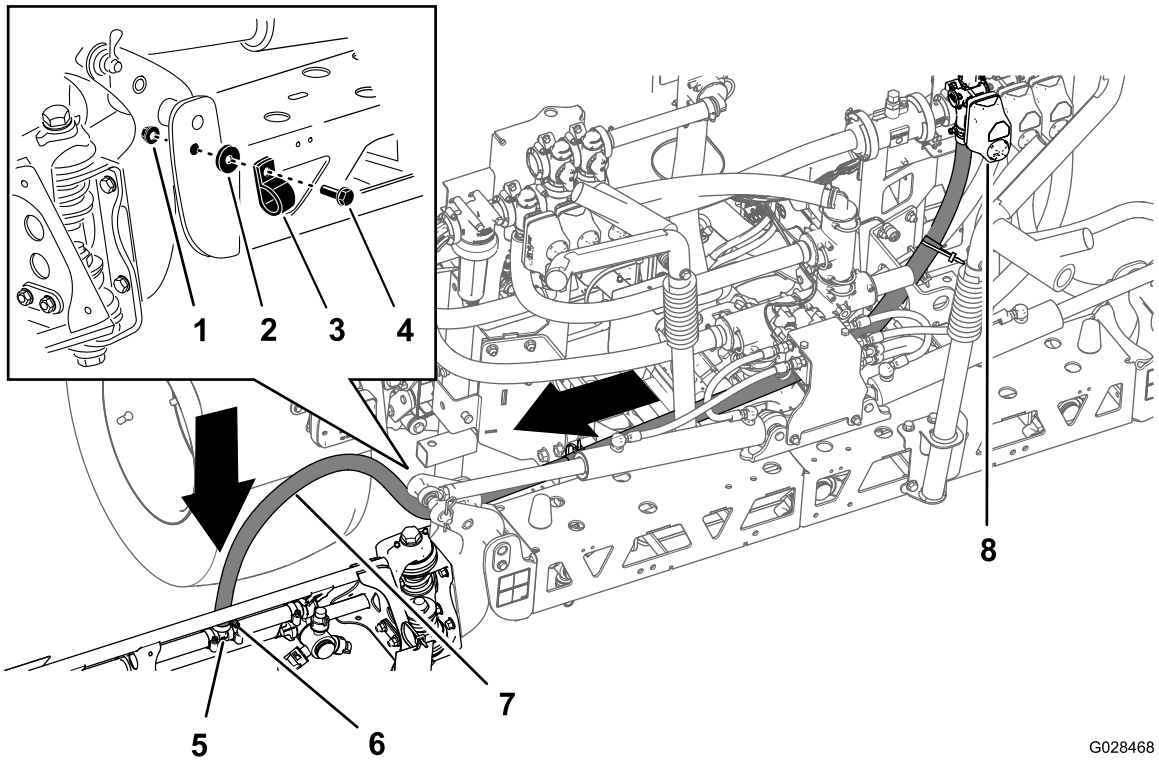
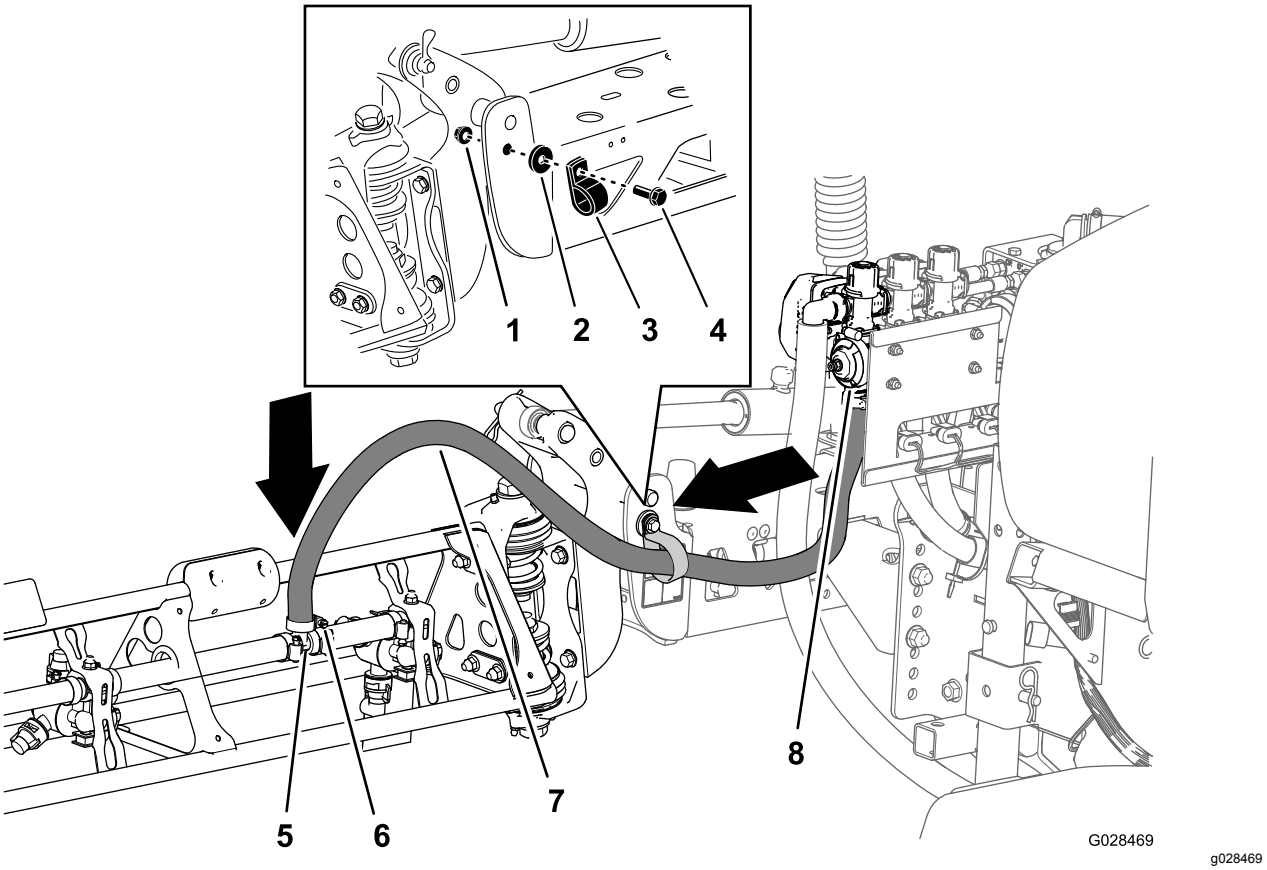

Figur 32
Figur 33
1. Før bomsektionsslangerne som vist i Figur 32 og Figur 33.
2. Fastgør bomslangerne på forsiden af midterbomsektionen (Figur 32 og Figur 33) med 1 R-klemme, 1 ansatsbolt (5/16" x 1"), 1 låsemøtrik (5/16") og 1 spændeskive (5/16").
3. Monter bomsektionsslangen over T-fittingen med modhager på bomsektionen, og fastgør slangen med en slangeklemme (Figur 32 og Figur 33).